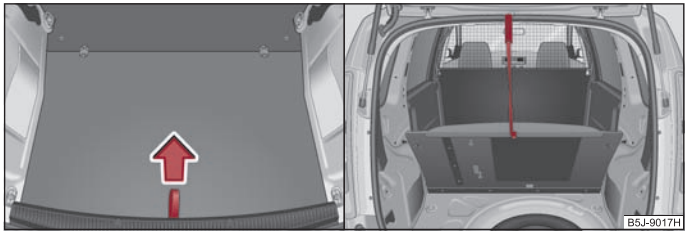

Fig. 175 Loop for raising the loading floor / Fixing the loading floor with a plastic hook
- Raise the loading floor at the loop ⇒ page 203, fig. 175 and fix it with a plastic hook (it is located below the loading floor edge) to the top edge of the tailgate cutout ⇒ page 203, fig. 175 on the right. ■